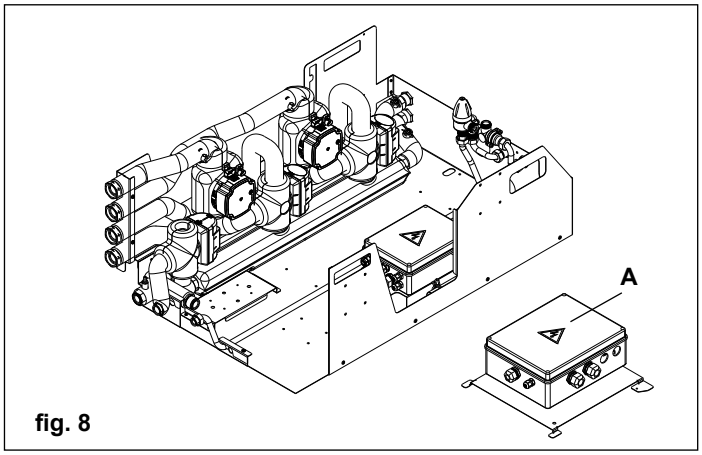

fig. 8
- Posizionare il gruppo distribuzione ibrido analogico su una superficie piana per evitare di danneggiare i vari componenti preassemblati (fig. 8); non sganciare la scatola schede gestione (**A**) prima di aver rimontato il modulo nel box